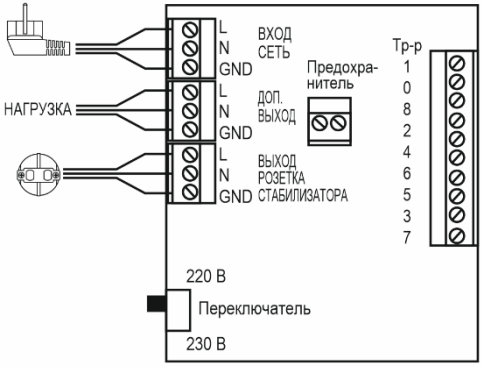

Рисунок 4 – Схема внутреннего подключения
- Подключите сетевую вилку нагрузки к выходной розетке стабилизатора (допускается коммутация нагрузки внутри стабилизатора, для этого подключите кабель нагрузки в колодку согласно схеме внутреннего подключения (см. рисунок 4)).